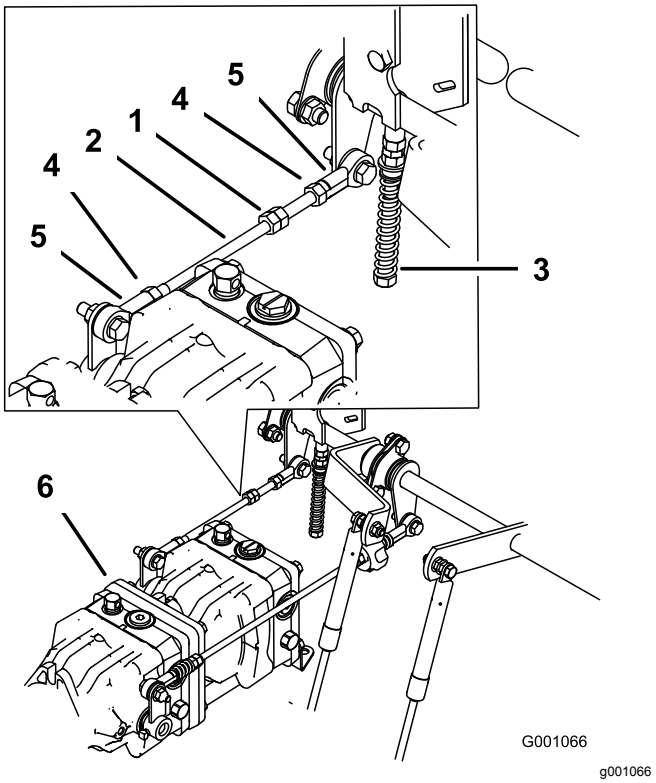

**Figuur 103**
1. Draai de borgmoeren op de kogelverbinding op de bedieningsstang van de pomp los (Figuur 103).
3. U stelt de lengte van de pompstang af door de dubbele moeren op de stang in de juiste richting te draaien, totdat de het wiel stil staat of iets achteruit kruipt (Figuur 103).
6. Draai de borgmoeren op de kogelverbindingen vast (Figuur 103).